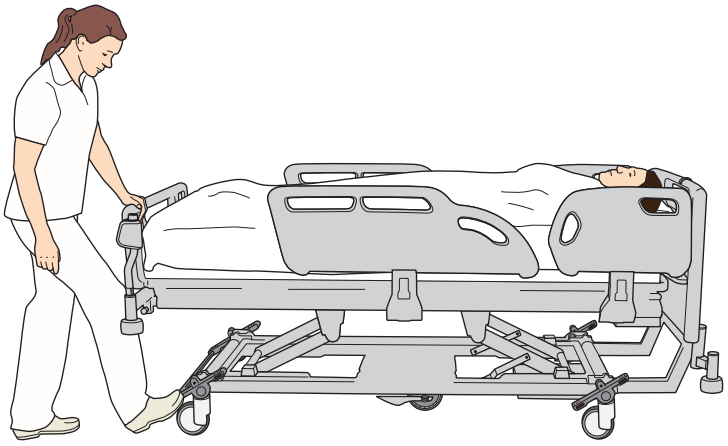

**Fig. 17**
1. Avaktivera *IndiGo* och aktivera bromsarna genom att placera pedalen i det lägsta läget. **Se fig. 17**